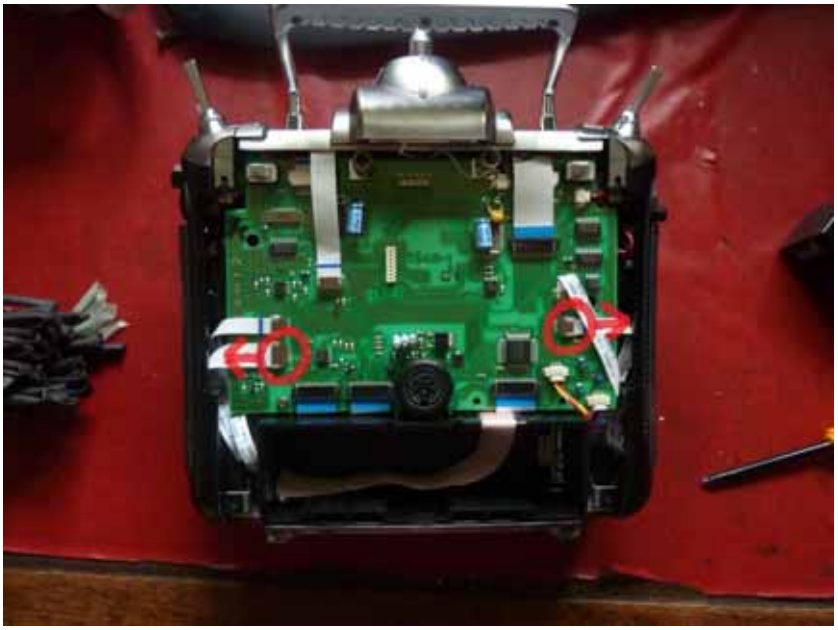

Figure 68 Remove these cables to access LCD panel
2. Pull out the two ribbon cables that prevent full access to the LCD Panel. Be careful not to pinch or kink them and apply pressure as near to blue line on them (close to the socket) as possible (see Figure 68). Remove using your fingers or a pair of pliers protected with masking tape.